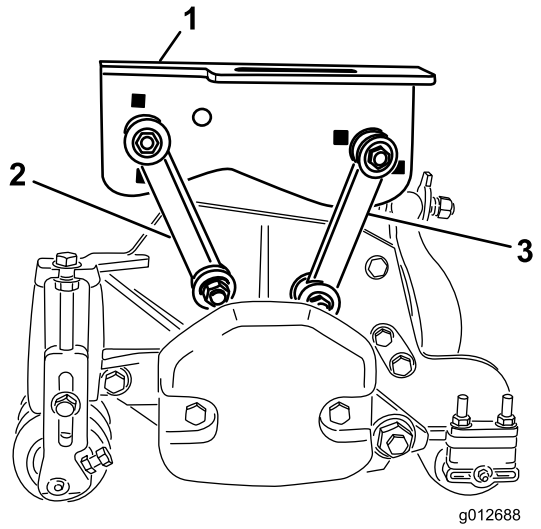

Figur 17
- Fäst de främre monteringslänkarna i hålen på den mellersta bärramen med en bult (3/8 x 2-1/4 tum), två planbrickor och en låsmutter såsom visas i Figur 17. Placera en bricka på var sida om länken vid montering. Dra åt fästelementen till 42 Nm.
- Fäst de bakre monteringslänkarna i hålen på den mellersta bärramen med en bult (3/8 x 2-1/4 tum), två planbrickor och en låsmutter såsom visas i Figur 17. Placera en bricka på var sida om länken vid montering. Dra åt fästelementen till 42 Nm.